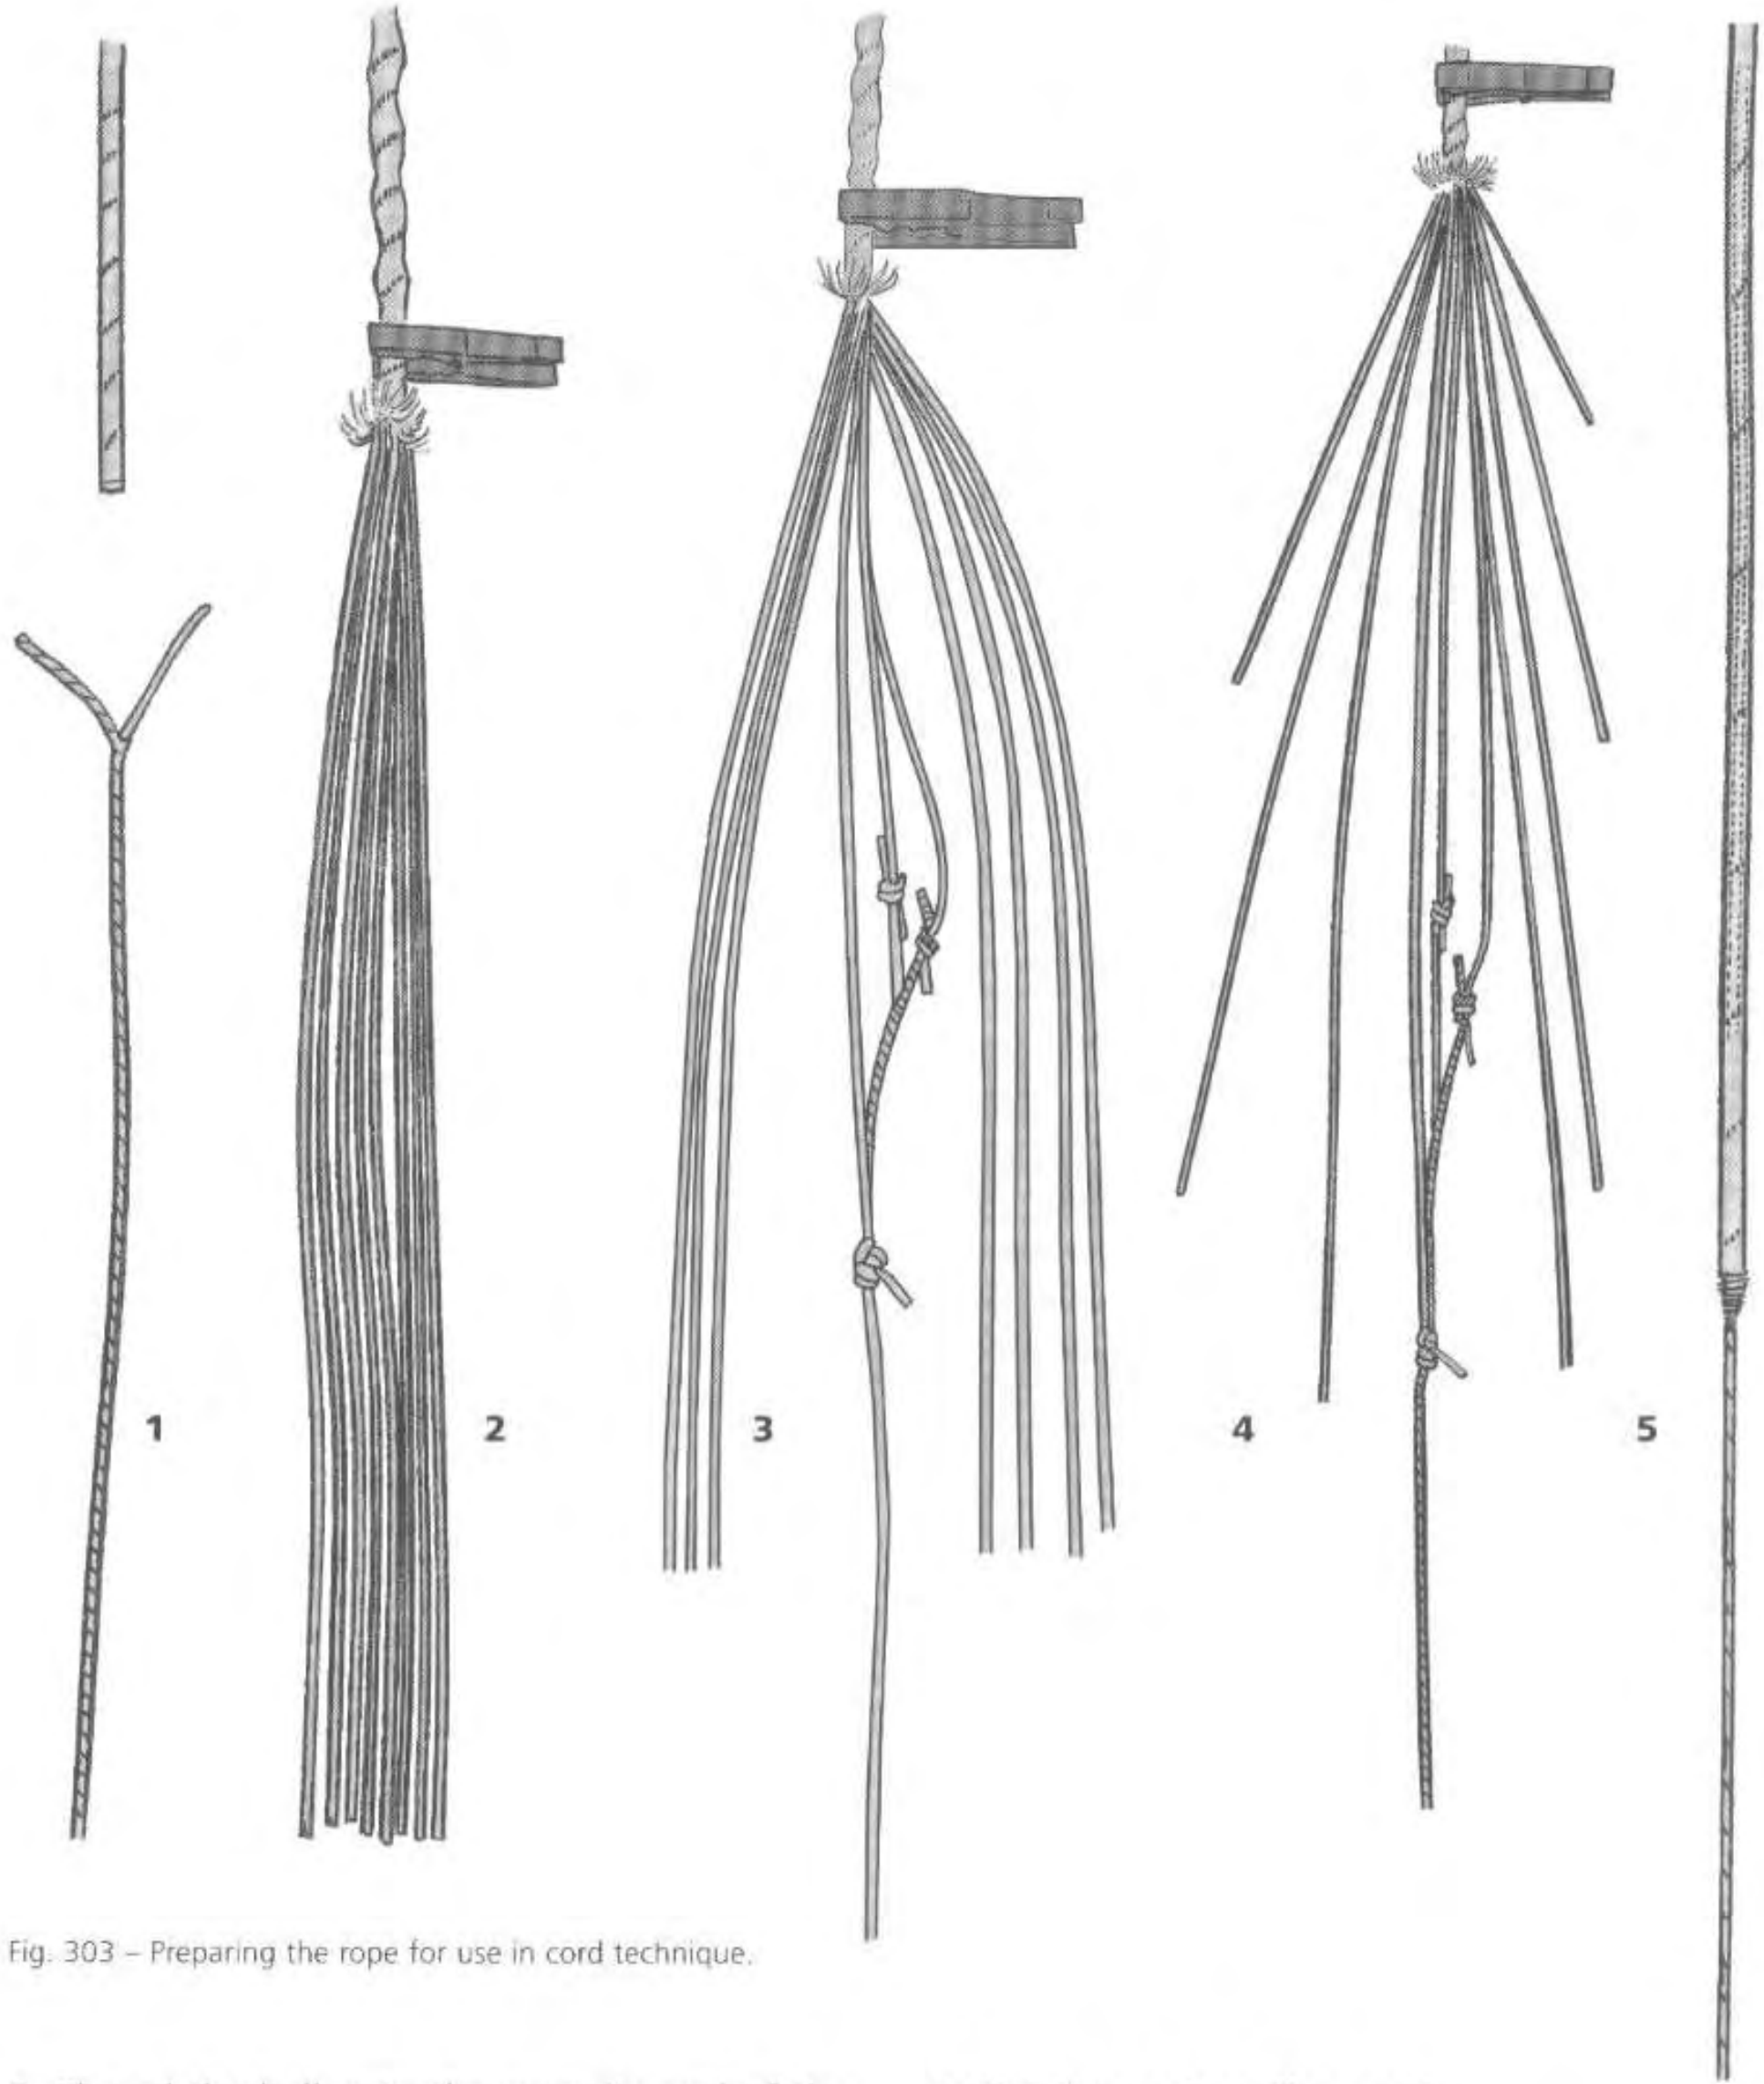

Fig. 303 – Preparing the rope for use in cord technique.
1. Take one end of the rope and begin unraveling its core braids, pushing back the sheath over about one meter; then hold it in place with the clothespin (fig. 303, steps 1 and 2).
2. All our modern ropes have parallel strands in the core. Choose two from the center of the rope and tie one to the core and the other to the sheath of the 3-mm cord, using fisherman's knots and offsetting the tie-off points (fig. 303, step 3).
Tie a third core strand around the cord using a Blake knot. Equalize the lengths so that the three connection points share the tension equally. Cut off the excess length on the knotted strands. Bring the other core strands down along the cord, then cut these also in tapered fashion, with the exterior strands being shorter and those toward the center gradually becoming longer (fig. 303, step 4).
4. Sew the core and sheath together over the meter joining the rope and cord. Sew forward on one plane and back on a perpendicular plane to this. Leave the last five centimeters of the sheath end unsewn (fig. 303, step 5).